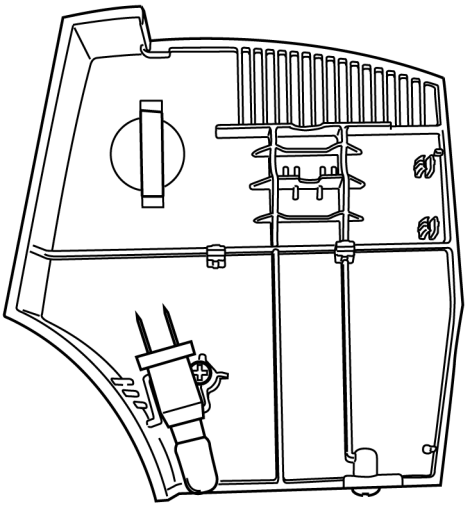

Рис. 3
- Снимите крышку головки машины вместе с осветительной лампой и кабелем (рис. 3).